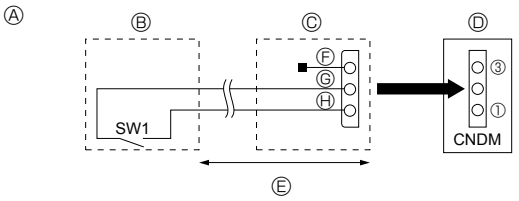

Fig. 8-1
8.1. Lärmschutzmodus (Änderung vor Ort) (Fig. 8-1)